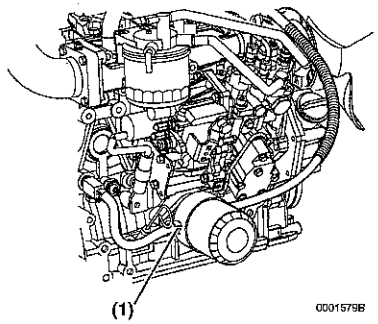

Figura 21
- Per i modelli dotati di elemento refrigeratore dell'olio, rimuovere il tubo del refrigerante **(Figura 21, (1))** dall'elemento refrigeratore dell'olio.